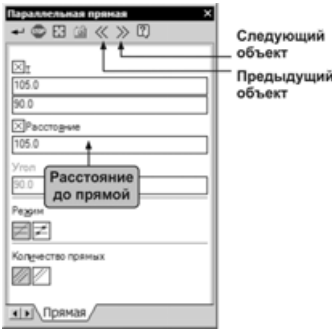

Рис. 2.90
- Двойным щелчком мыши активизируйте поле **Расстояние** панели свойств (рис. 2.90), введите значение 105 и зафиксируйте его нажатием клавиши <Enter>.
Система не знает, какая из прямых (или обе) вам нужна. Любой из вариантов можно сделать текущим простым щелчком на нем или нажатием кнопок **К следующему объекту**, **К предыдущему объекту** панели специального управления (рис. 2.90). Для завершения создания вспомогательной прямой нужно щелкнуть на кнопке **Создать объект**.